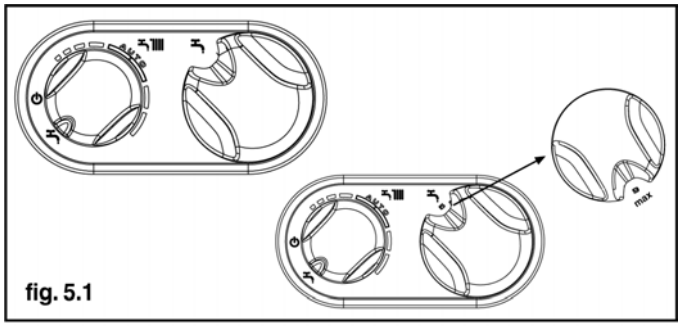

fig. 5.1
- установите переключатель режимов работы режим «лето» «» (рис. 5.1)
- установите регулятор температуры в контуре ГВС (рис. 5.1) на максимальное значение.